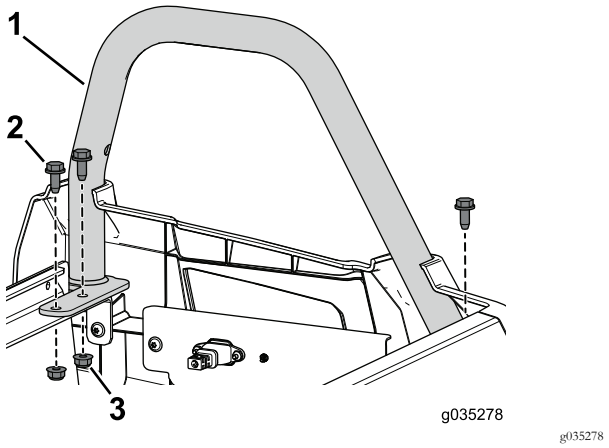

Figur 90
12. Bruk de tre flensboltene (3/16 x 3/4 tomme) og flensmutrene du fjernet tidligere, til å feste den venstre hoftestøtten til setebaseenheten (Figur 90).